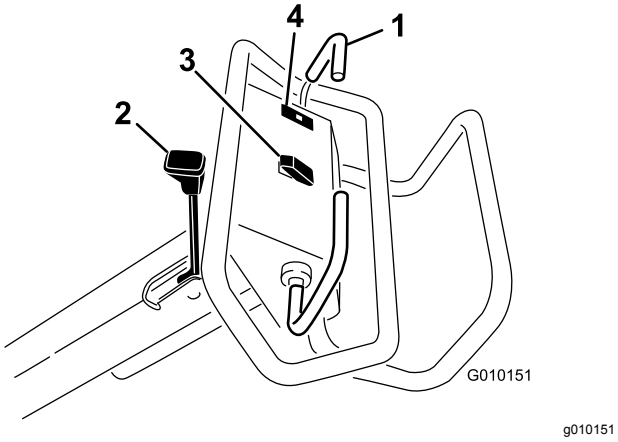

Figur 13
Flyt traktionsbøjlen frem for at køre fremad. Flyt traktionsbøjlen bagud for at køre baglæns (Figur 13).
- Parkeringsbremsen aktiveres ved at flytte parkeringsbremsehåndtaget mod operatørhåndtaget (Figur 13).
Kontrollampen for olietryk tændes (Figur 13), når olietrykket i motoren falder til under et sikkert niveau. Hvis der opstår et lavt olietryk, skal du slukke motoren og finde årsagen. Skaden skal udbedres, før motoren startes igen.
Hæv – tryk øverst på kontakten (Figur 13) for at hæve kernehovedet og udkoble kernehovedet. Motoren skal køre for at generere et tryk. Se Nulstilling af systemstyrekredsløbet (side 26), hvis kernehovedet er under transporthøjde.
Sænk/aktiver – tryk nederst på kontakten (Figur 13) for at sænke og aktivere kernehovedet. Traktionsbøjlen skal være i den fremadgående position for at aktivere kontakten.